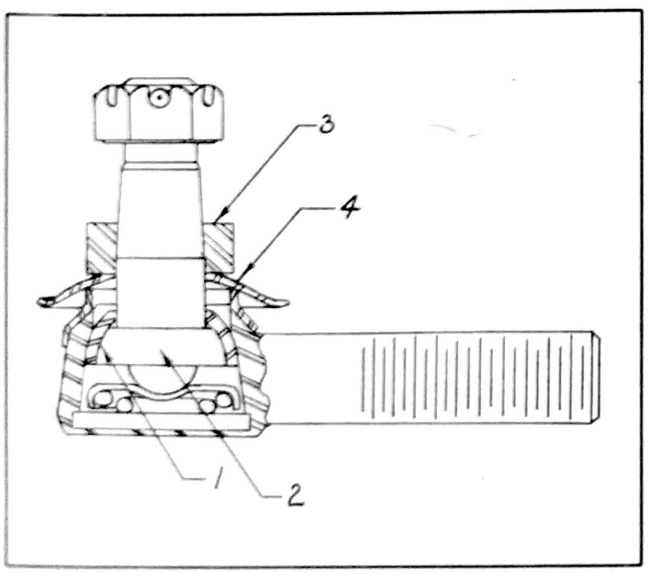

Figure 323 - Tie Rod End
TIE ROD ENDS are the self-adjusting type. The ground steel bearing (1), Fig. 323, is located between the stud (2) (which is prevented from loosening or rattling by the tension spring) and the tie rod end forging. A curved steel dust cover (4) makes a tight metal seal, but to insure this being as nearly dust proof as possible a rubber seal (3) also seals the unit.